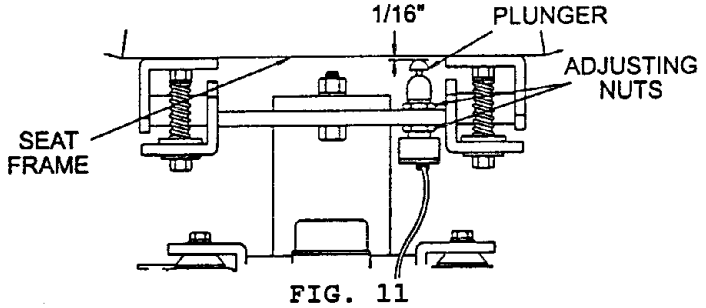

FIG. 11
a) With operator out of seat, adjust the seat switch to provide a 1/16" clearance between the switch plunger and the seat frame (See Figure 11).